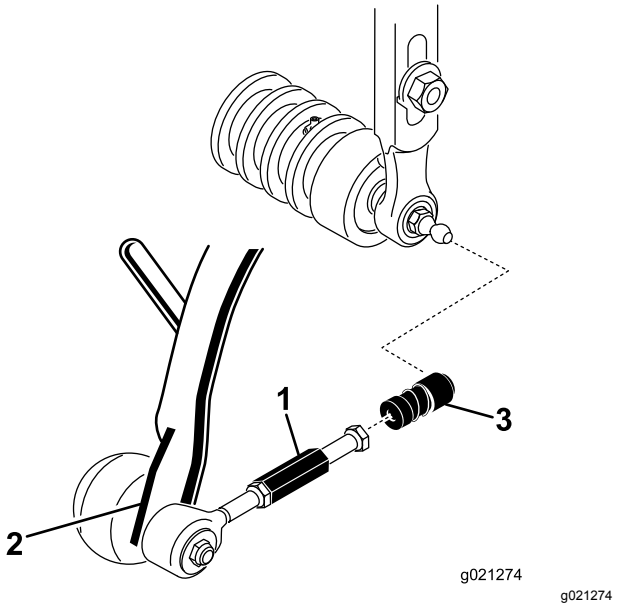

Figur 10
3. Før tilbake hylsen på hver kuleleddmottaker, og hekt fast mottakeren på kulebolten på klippeenheten (Figur 10).